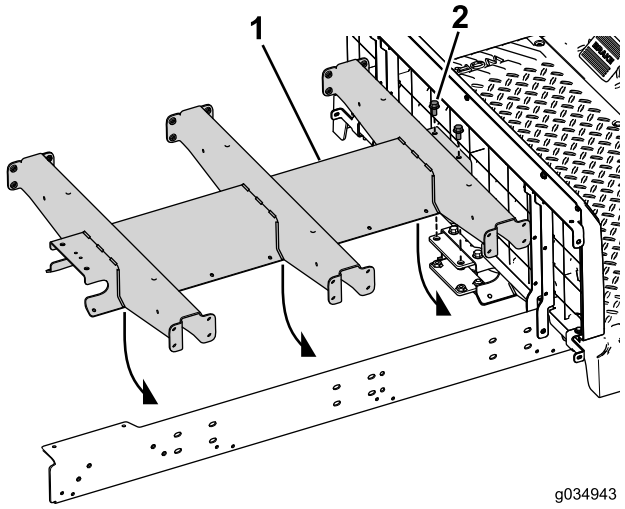

Figura 24
4. Insira os dois parafusos (3/8" x ¾") através do canal central e da montagem traseira (Figura 24).